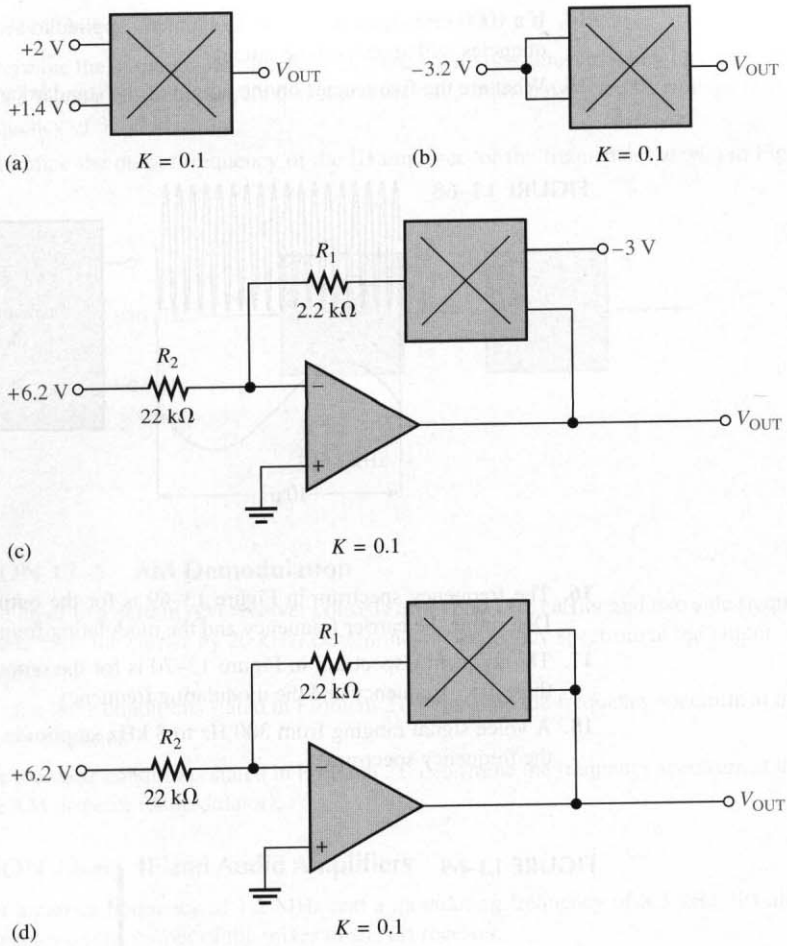

FIGURE 13–66
11. Determine the output voltage for each circuit in Figure 13–66.